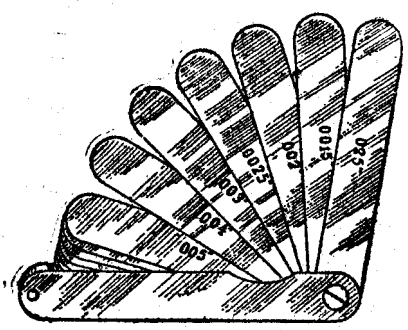

Рис. 112. Набір каліброваних щупів.
1. Комплект каліброваних щупів (рис. 112).